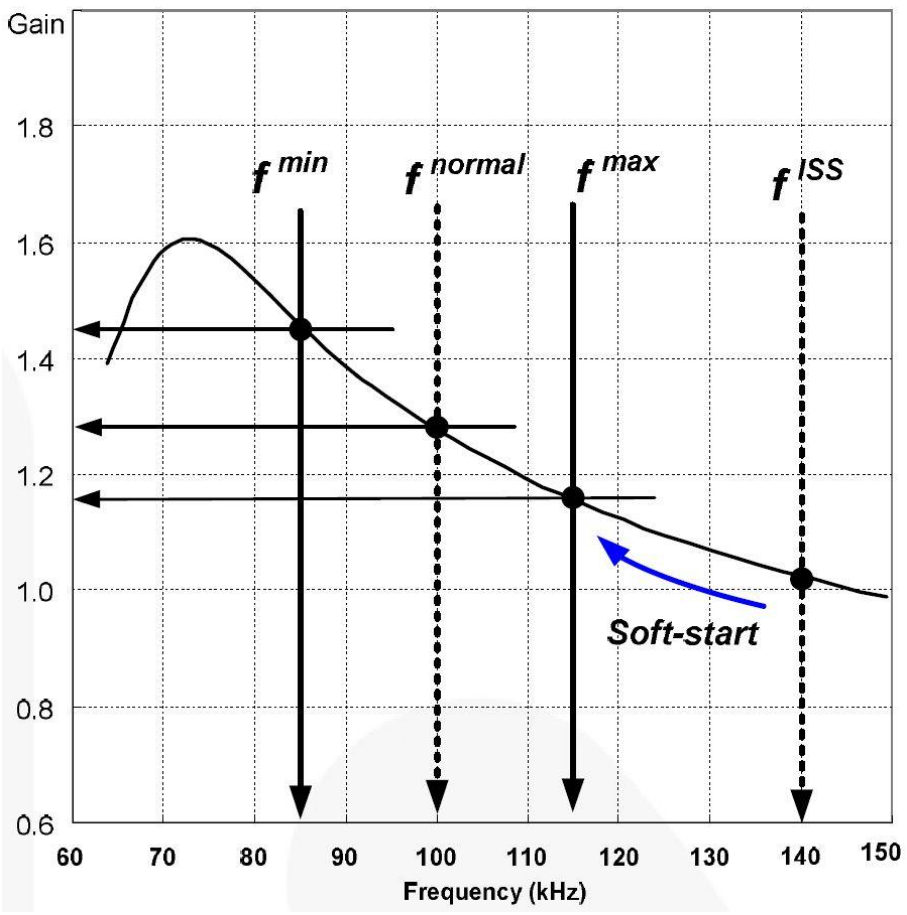
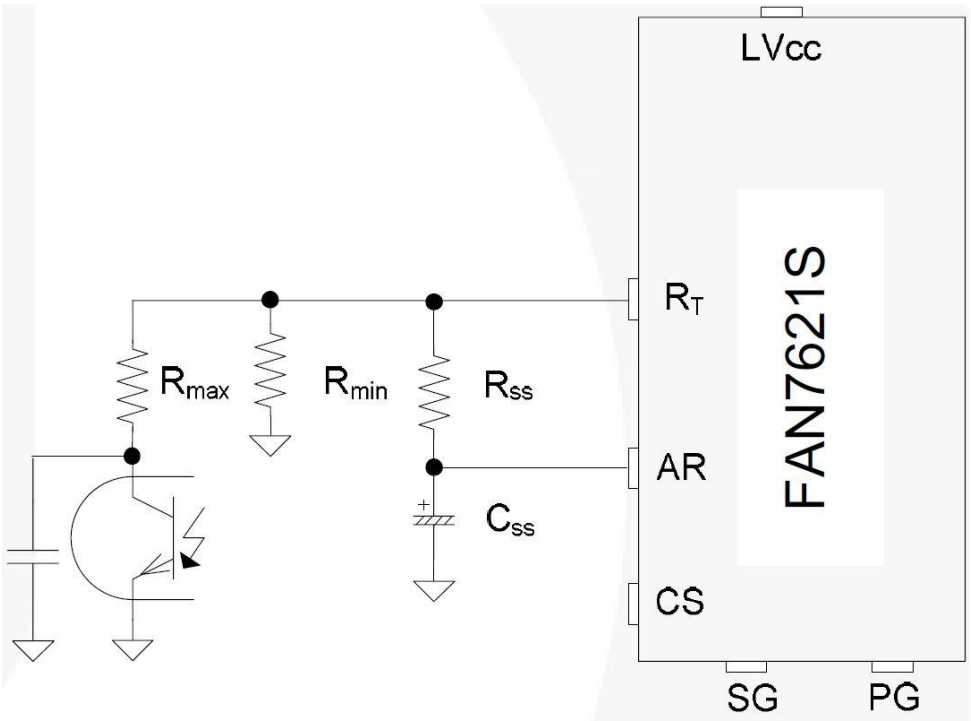

Рис. 17. Типичная кривая коэффициента передачи напряжения резонансного преобразователя
Рис. 18. Схема управления частотой.
3. Установка частоты: На рис. 17 показана типичная кривая коэффициента передачи напряжения резонансного преобразователя, где коэффициент передачи обратно пропорционален частоте переключения в регионе ZVS. Выходное напряжение можно регулировать путем модуляции частоты переключения. На рис. 18 показана типичная конфигурация схемы для ножки R_T, где оптотранзистор подключен к контакту R_T для модуляции частоты переключения.
Для предотвращения чрезмерного пускового тока и выброса выходного напряжения при пуске, коэффициент передачи резонансного преобразователя увеличивается постепенно. Поскольку коэффициент усиления по напряжению резонансного преобразователя обратно пропорционален частоте переключения, мягкого старт реализов снижением частоты переключения из исходной высокой частоты (f^{ISS}) до тех пор, пока выходное напряжение устанавливается. Схема мягкого старта выполнена путем подключения RC цепочки к ножке R_T, как показано на рис. 18. FAN7621S также имеет внутренний мягкий старт 3 мс, чтобы